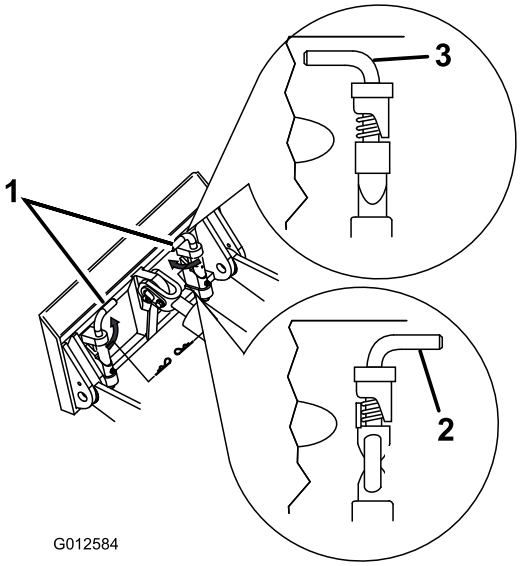

Figure 15
7. Engagez complètement les goupilles à fixation rapide dans la plaque de montage (Figure 15).